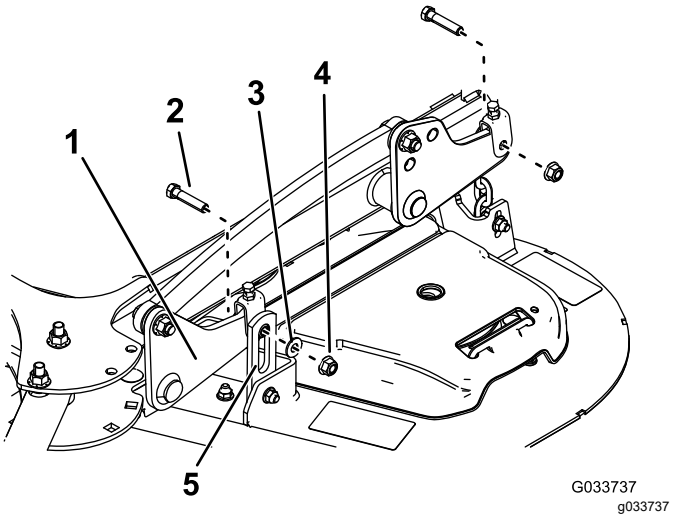
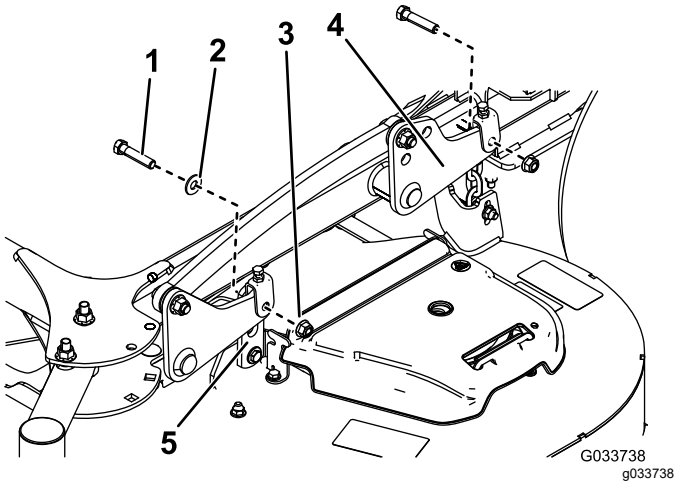

Figura 93
Figura 94
5. Retire los 2 pernos, las 2 tuercas y la arandela que conectan los ganchos de la carcasa de corte con las placas de elevación para ambos lados de la carcasa de corte (Figura 93 y Figura 94).
Nota: Coloque los soportes de ganchos delanteros del exterior de los brazos de elevación delanteros para carcasas de 132 cm (52") (Figura 93). Coloque los soportes de ganchos delanteros del interior de los brazos de elevación delanteros para carcasas de 152 cm (60") (Figura 94).